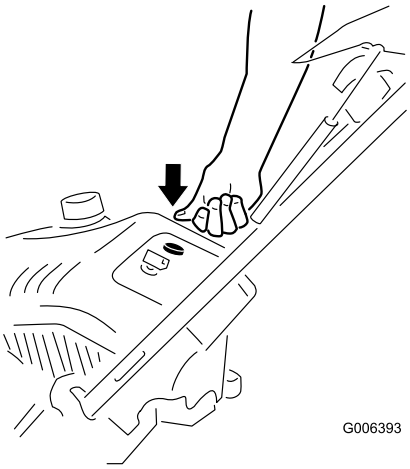

Figur 13
3. Trykk inn primeren bestemt tre ganger med tommelen. Hver gang holder du primeren inne i ett sekund før du slipper den (Figur 13).